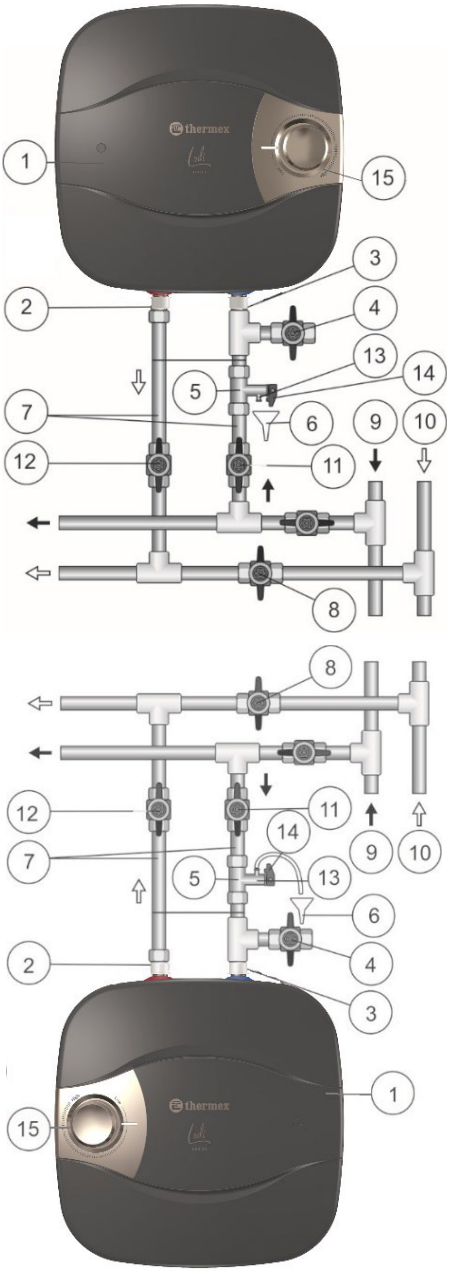

**Рисунок 1-2. Схема подключения ЭВН к водопроводу сверху и снизу**
Внутренний бак имеет специальное биостеклофарфоровое покрытие, надежно защищающее внутреннюю поверхность от химической коррозии и, как следствие, длительный срок эксплуатации. Пространство между внешним корпусом и внутренним баком заполнено пенополиуретаном - современной, экологически чистой теплоизоляцией, обладающей наилучшими характеристиками теплосбережения. Модели THERMEX Lodi имеют два резьбовых патрубка: для входа холодной воды (Рис. 1-2, п. 3) с синим кольцом и выхода горячей воды (Рис. 1-2, п. 2) - с красным кольцом. На лицевой стороне ЭВН, во всех моделях, находится панель управления (Рис. 1-2, п. 15).
Предохранительный клапан (Рис. 1-2, п. 5) выполняет функции обратного клапана, препятствуя попаданию воды из водонагревателя в водопроводную сеть в случаях падения в последней давления и в случаях возрастания давления в баке при сильном нагреве воды, а также функции защитного клапана, сбрасывая избыточное давление в баке при сильном нагреве воды. Во время работы водонагревателя вода может просачиваться из выпускной трубы предохранительного клапана для сброса излишнего давления, что происходит в целях безопасности водонагревателя. Эта выпускная труба должна оставаться открытой для атмосферы и быть установлена постоянно вниз и в незамерзающей окружающей среде.
Необходимо обеспечить отвод воды из выпускной трубы предохранительного клапана (Рис. 1-2, п. 5) в канализацию, предусмотрев при монтаже ЭВН соответствующий дренаж (Рис. 1-2, п. 6).
Необходимо регулярно (не реже одного раза в месяц) проводить слив небольшого количества воды через выпускную трубу предохранительного клапана (Рис. 1-2, п. 13). в канализацию для удаления известковых осадков и для проверки работоспособности клапана. Для открывания клапана он снабжен ручкой (Рис. 1-2, п. 5). Необходимо следить, чтобы во время работы ЭВН эта ручка находилась в положении, закрывающем слив воды из бака.
Установить предохранительный клапан (Рис. 1-2, п. 5) на входе холодной воды (Рис. 1-2, п. 3), помеченном синим кольцом, закрутив на 3,5 - 4 оборота, обеспечив герметичность соединения любым уплотнительным материалом (льном, лентой ФУМ и др.).
Подключение к водопроводной системе может производиться только в вертикальном положении патрубками вниз (O) или патрубками вверх (U) в соответствии с Рис. 1-2. Установка в ином положении недопустима, так как это может вызвать выход ЭВН из строя и снятие изделия с гарантии.
**Рисунок 1-2**: 1 – ЭВН, 2 – патрубок горячей воды, 3 – патрубок холодной воды, 4 – сливной вентиль, 5 – предохранительный клапан, 6 – дренаж в канализацию, 7 – подводка, 8 – перекрыть вентиль при эксплуатации ЭВН, 9 – магистраль холодной воды, 10 – магистраль горячей воды, 11 – запорный вентиль холодной воды, 12 – запорный вентиль горячей воды, 13 – выпускная труба предохранительного клапана, 14 – ручка для открывания предохранительного клапана, 15 – панель управления.
После подключения откройте вентиль подачи холодной воды (Рис. 1-2, п. 11) в ЭВН, кран выхода горячей воды из ЭВН (Рис. 1-2, п. 12) и кран горячей воды на смесителе, чтобы обеспечить отток воздуха из водонагревателя. При конечном заполнении ЭВН из крана смесителя непрерывной струей потечет холодная вода. Закройте кран горячей воды на смесителе.
Примечание: для облегчения обслуживания ЭВН в процессе эксплуатации рекомендуется установка сливного вентиля (Рис. 1-2, п. 4) в соответствии с рис. 1 (для моделей, не оборудованных сливным патрубком (не входит в комплект поставки ЭВН)).